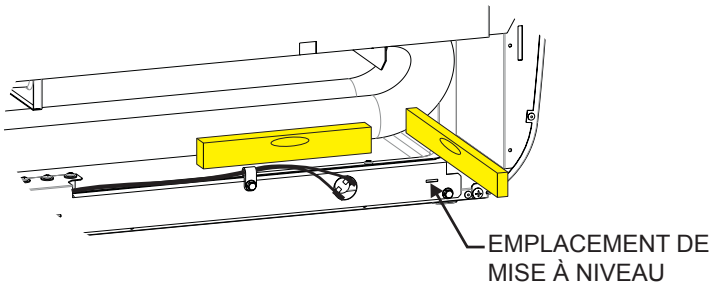

Figure 7
10. Insérer un tournevis à lame plate dans les fentes du support de plateau à condensat pour le mettre de niveau, d'avant en arrière et d'un côté à l'autre. Vérifier à l'aide d'un petit niveau. Une fois de niveau, serrer les vis de montage avant. S'assurer que l'assemblage de plateau chauffant ne s'appuie pas trop étroitement contre le panneau inférieur mais qu'un petit jeu subsiste. **Voir Figure 7.**